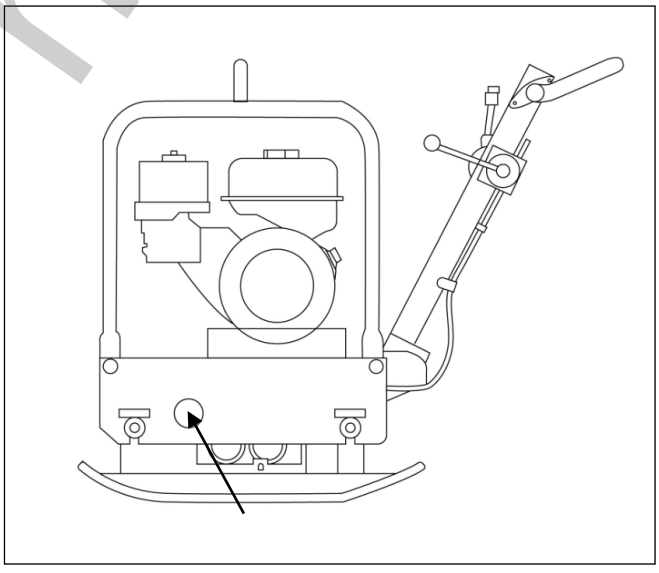

Рис. 32 Доступ к заливному отверстию в вибраторе виброплиты VP-160RS.
6. Открутить болт заливного отверстия (Рис. 32,33) и залить новое масло в заливное отверстие, используя воронку со шлангом или подходящую емкость с горловиной.